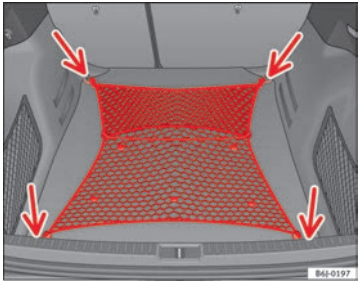

Fig. 98 Stretched luggage net
– Secure the luggage net to the four fastening rings -arrows- ⇒ Fig. 98.